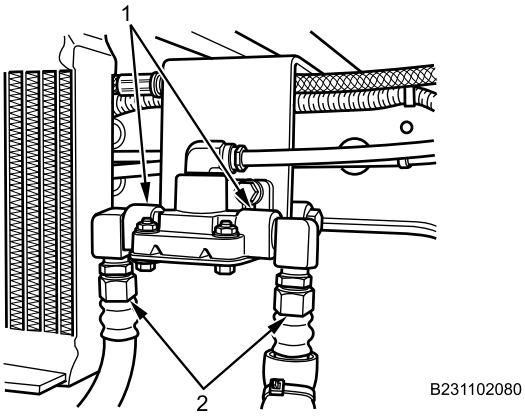

Figure 33. Inner Air Line Hoses.
30. Install two inner air line hoses (Figure 33, Item 2) into air line hose connector (Figure 33, Item 1). Tighten securely.